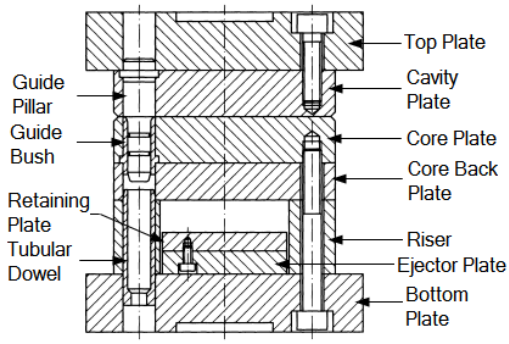

Figure 1-1 *The structure of a two plate mold*
1. Two Plate Mold, refer to Figure 1-1